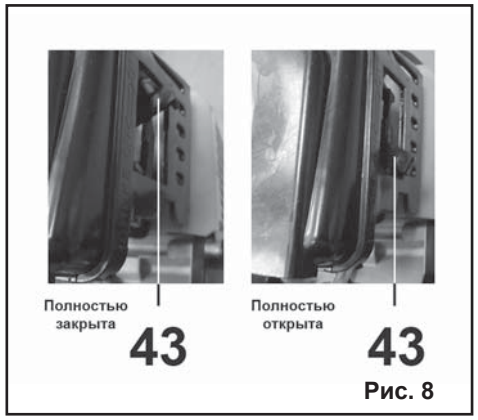

Рис. 8
7.2.3. Переместите рычаг воздушной заслонки (43) в положение «**Полностью закрыта**» (Рис. 8).
7.2.7. После того как двигатель запустился, переместите рычаг воздушной заслонки (43) в положение «Полностью открыта» (работа) (Рис. 8).
Примечание. Для запуска горячего двигателя рычаг (43) воздушной заслонки должен быть в положении «**Полностью открыта**» (Рис. 8).